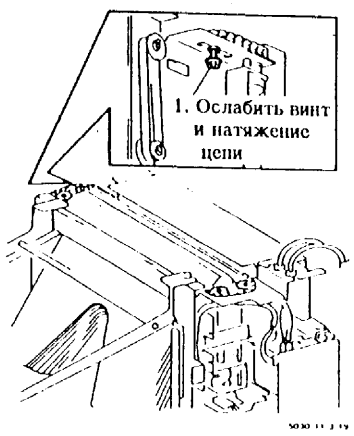

Рис. 7. Ослабление натяжения цепи
7. (Рис. 7): Ослабить натяжение цепи.